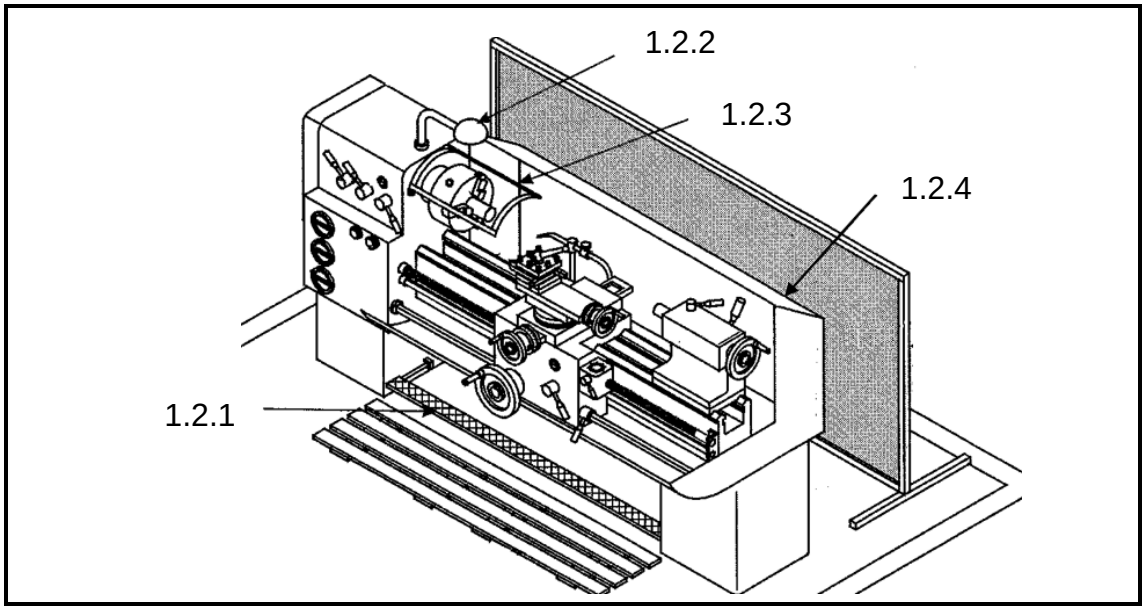

FIGUUR 1
1.2 Bestudeer die draaibank in FIGUUR 1 hier onder. Identifiseer die veiligheidstoebehore deur slegs die antwoord langs die nommer (1.2.1–1.2.4) in die ANTWOORDBOEK neer te skryf. (4)